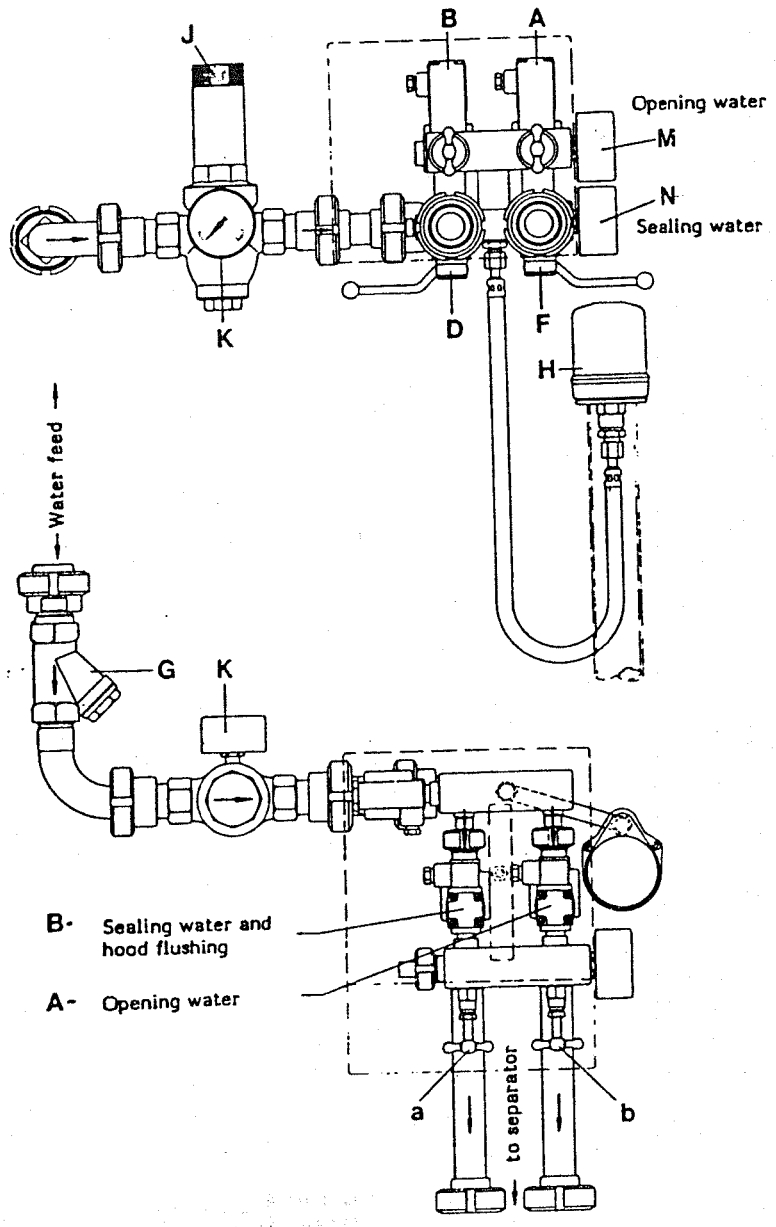

Fig. 5/4
The strainer in filter G (Fig. 5/4) must be cleaned from time to time.
Pressure gauges M and N (Fig. 5/4) merely serve for checking the closing and opening operations.
5.3.1 Arrangement of the solenoid valves (Fig. 5/4), manual control of the separator